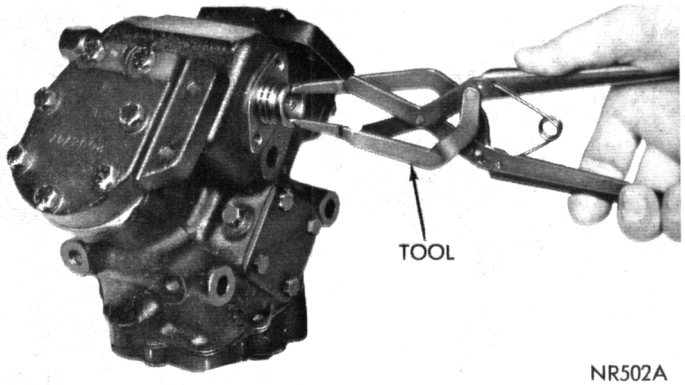

Fig. 7—Removing ETR Valve
(4) Remove the terminal gasket from the compressor, and discard.
(5) Scrape off any gasket particles remaining on the crankcase and suction fitting, working from the center outwards, thereby reducing the possibility of contaminating the compressor. If the system check had indicated a lack of electrical continuity, place a short length of 1″ diameter tubing against the rear face of the ETR valve collar, and tap lightly, to ensure good contact between the compressor and the chamfered surface of the valve collar. Check the valve for operation by applying 12 volts D.C. to the valve terminal post.
(6) Remove the valve from the compressor, using Tool C-3301A (Fig. 7). Recheck the valve for operation, by connecting 12 volts D.C. to the valve terminal post. The valve should close when grounded at the bottom of the outer sleeve.